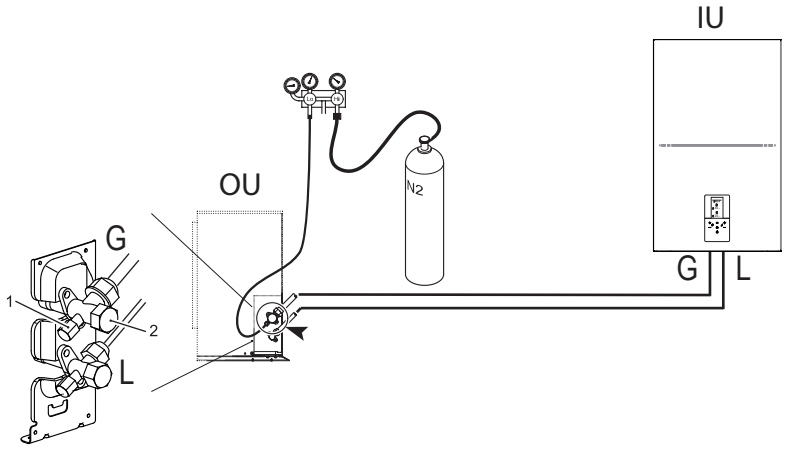

fig. 12 - Luchtdichtheidstest en lekdetectie
- Met de kranen van de buitenunit helemaal dicht, verwijdert u de dop van de servicekraan (onderdeel 1 - fig. 12) en de fitting (onderdeel 2 - fig. 12) van de gaskraan (de grootste)